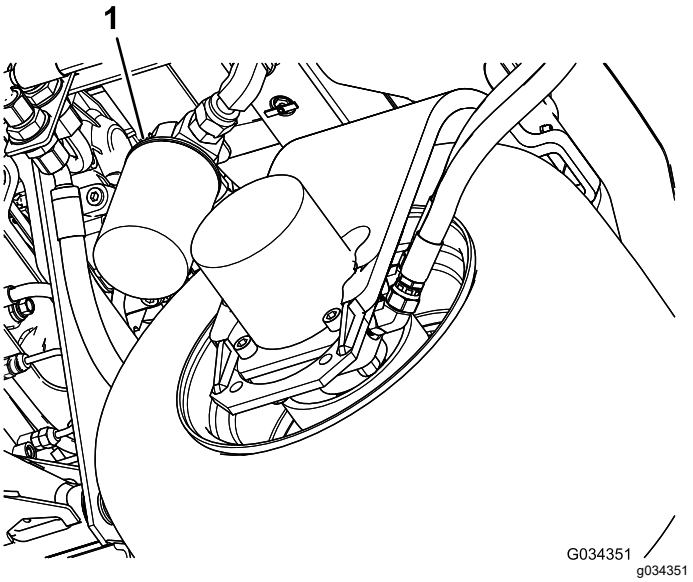

Figuur 79
2. Reinig de omgeving van de plaats waar het filter wordt gemonteerd. Plaats een opvangbak onder het filter (Figuur 79) en verwijder het filter.